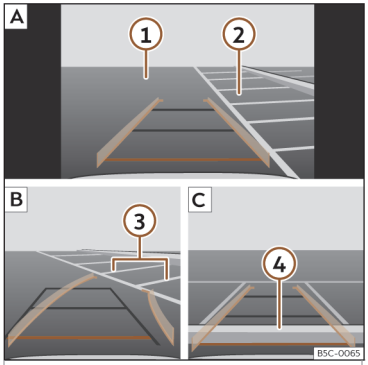

Fig. 186 Visualización en la pantalla del sistema de infotainment: aparcar con el asistente de marcha atrás.
Leyenda de la **fig. 186**:
- Sitúe el vehículo delante del hueco de aparcamiento>>> **fig. 186** 2 A.